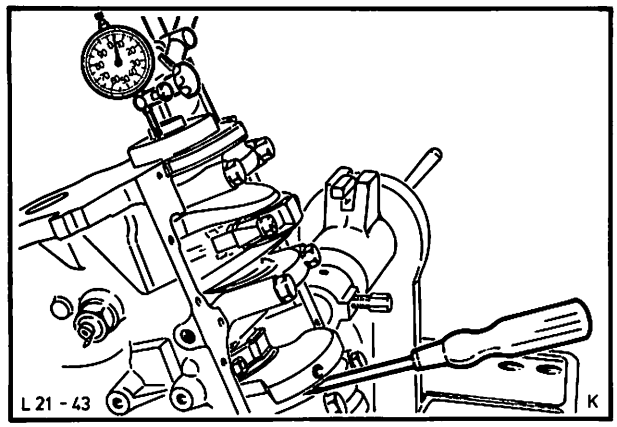

Abb. 58 Axialspiel der Kurbelwelle ermitteln
34. Axialspiel – Kurbelwelle mit einer handelsüblichen Tastuhr, Abb. 58, überprüfen (siehe Technische Daten).